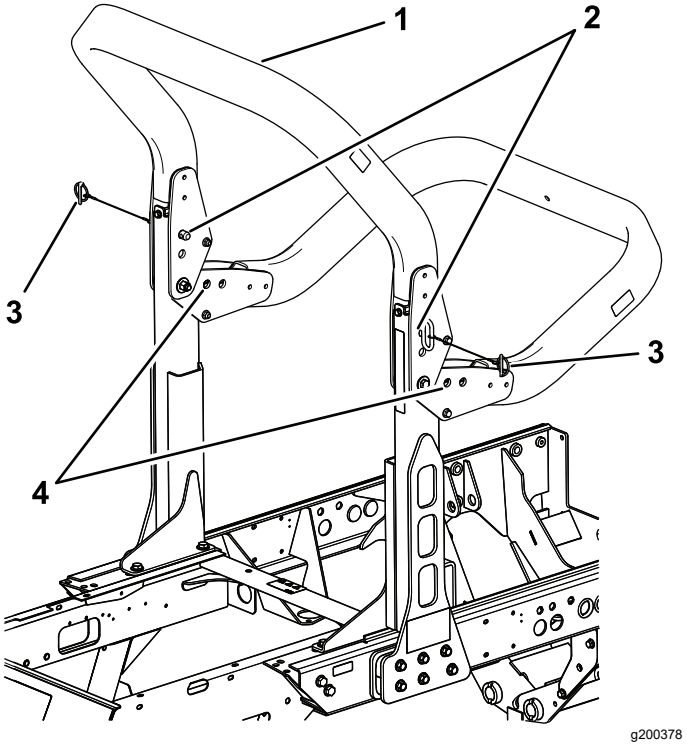

Figur 73
2. Understøt vægten af styrtbøjlens øvre stel, mens du fjerner låsestifterne og gaffelboltene fra aksebeslagene (Figur 73).